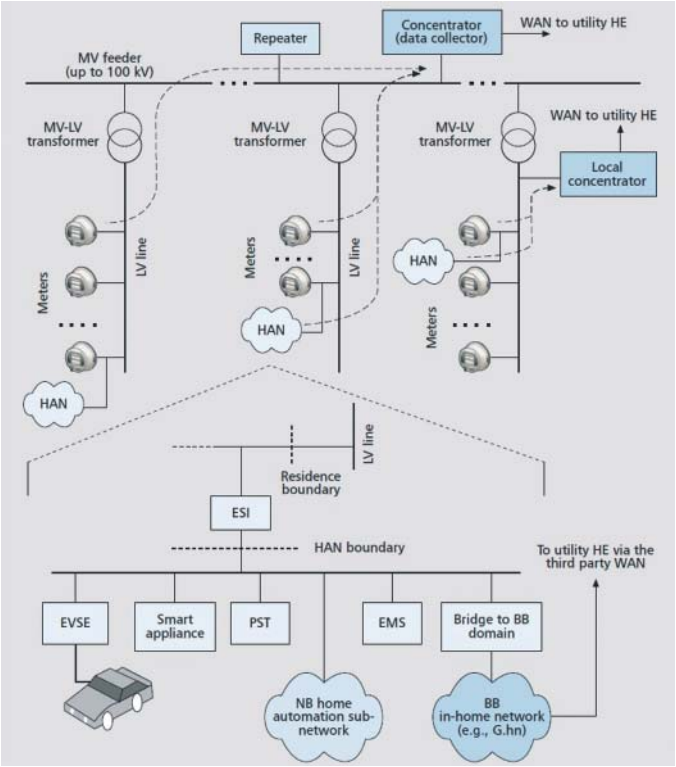

Рис. 2. Пример сетевой топологии: сеть приложений (AMI), соединенная с сетями жилого сектора (HANs)
Пример сети приложений, соединяющей различных потребителей, представлена на рис. 2. Сеть включает узлы для измерений потребления электроэнергии (электрические счетчики) и различное оборудование, включенное в домашние локальные сети (HANs). Концентраторы данных соединяются с MV или LV линиями, в зависимости от конкретной ситуации. Узлы, соединенные с одной линией LV обычно формируют домен, узел концентратора данных часто работает как DM. Узлы, соединенные с линией MV , могут также сформировать домен. Концентраторы данных соединяются с головным узлом (HE) универсальными системами доступа, такими как цифровая абонентская линия (DSL), пассивная оптическая сеть (PON) или беспроводная система пакетной радиосвязи (GPRS). HAN (home area networks) является интерфейсом энергетических сервисов (ESI) и шлюзом ко всем домашним устройствам, таким как электрическое оборудование различных механизмов (electrical vehicle service equipment) EVSE, программируемые климатические установки (programmable-smart thermostat) PST, умные устройства управления энергопотреблением (energy management server) EMS и домашняя система автоматики. HAN может быть соединен мостом к широкополосной связи домашней сети, которая в этом случае является посторонним доменом для G.hnem.